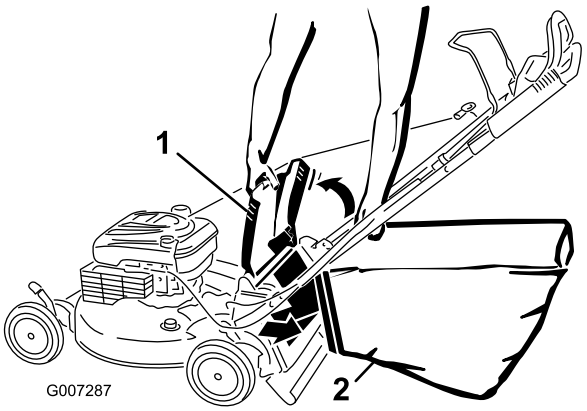

**Figuur 22**
4. Hang de bovenrand van de voorzijde van de vanger aan de inkepingen (Figuur 22).